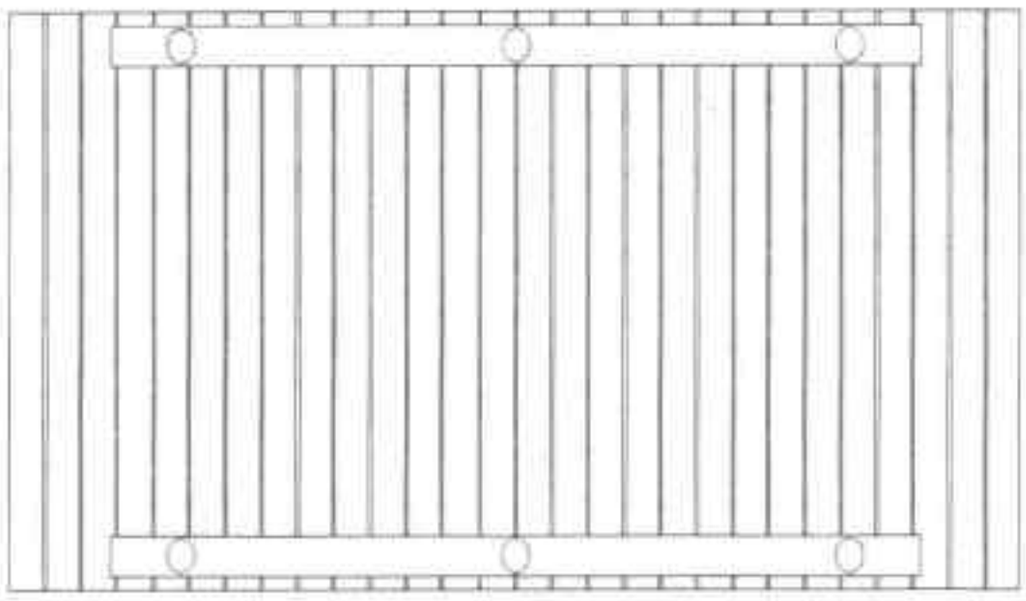

图20-75 修剪图形
Step 11 执行“修剪”命令，对偏移后的图形进行修剪，结果如图 20-75 所示。